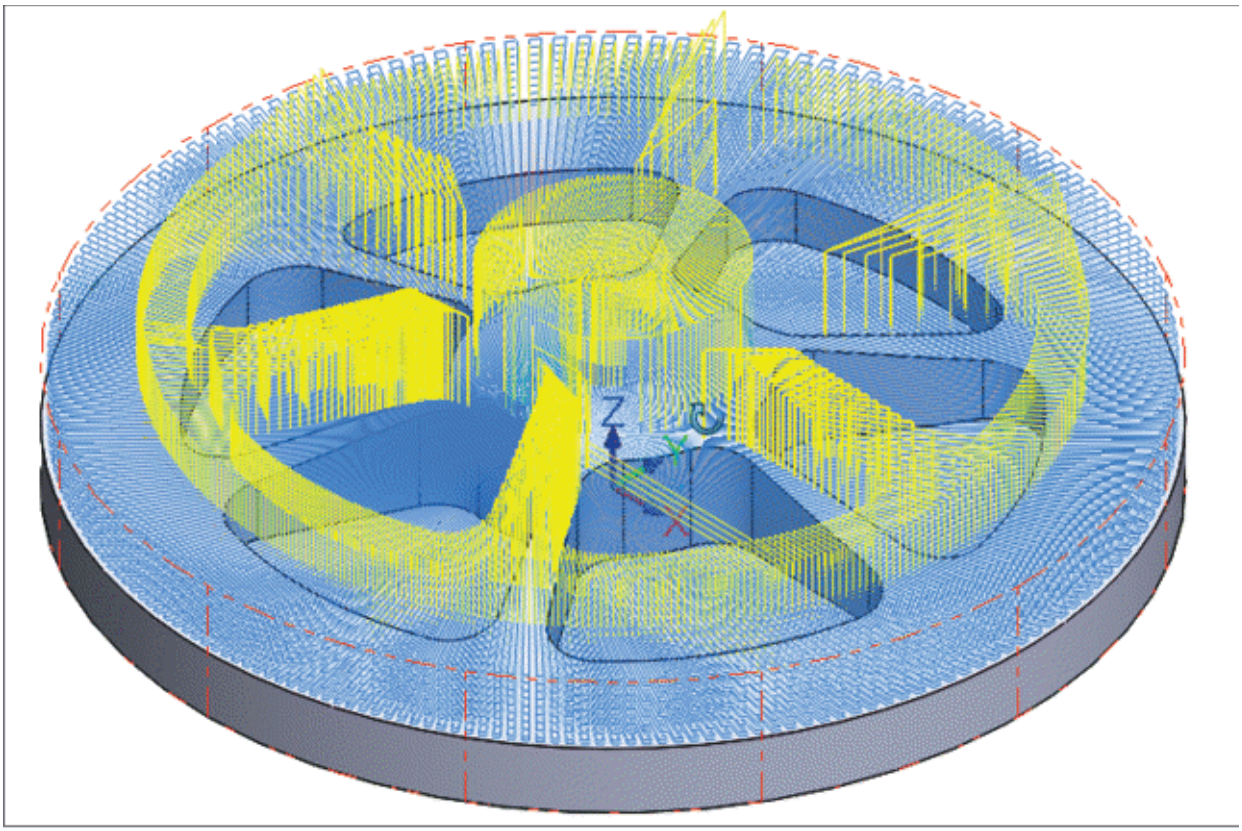

Figure-70. Surface rough radial toolpath generated
- Click on the **OK** button. The toolpath will be generated; refer to Figure-70.